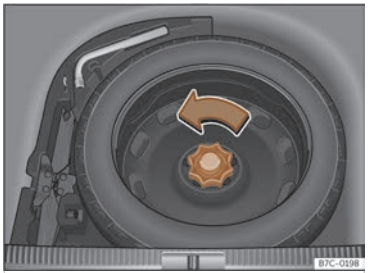

Abb. 212 Im Gepäckraum: hochgeklappter Ladeboden
- Drehen Sie das Handrad entgegen dem Uhrzeigersinn ››› **(Abb. 212)**.